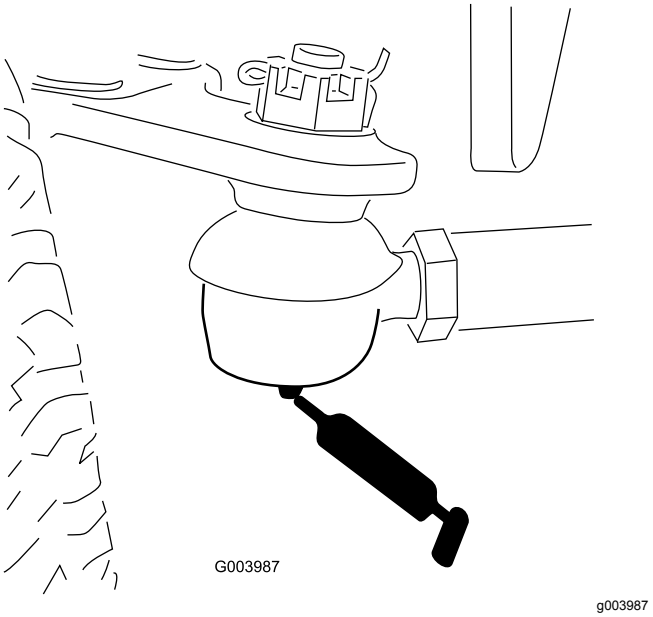

Figur 67
- Bagakslens forbindelsesstang (2) (Figur 67)